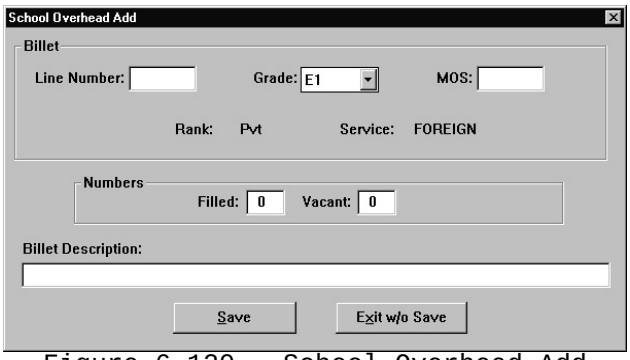

Figure 6-120. School Overhead Add
1. From the School Overhead selection list box (Figure 6-119), click on **Add**. The School Overhead Add dialog box (Figure 6-120) opens.
2. Click on **Edit**. A dialog box similar to the one in Figure 6-120 opens.